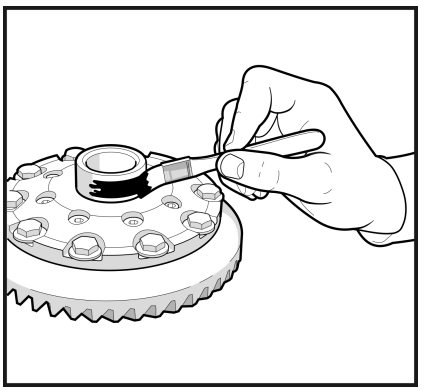

Рис. 22
2.11 Нанесите консистентную смазку на поверхность шейки под подшипники. (**Рис. 22**)